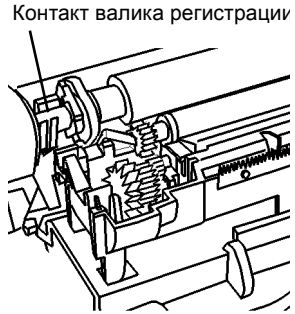

Рисунок 7 Контакт валика регистрации
b. Подсоедините красный щуп мультиметра к контакту валика регистрации (Рисунок 7).